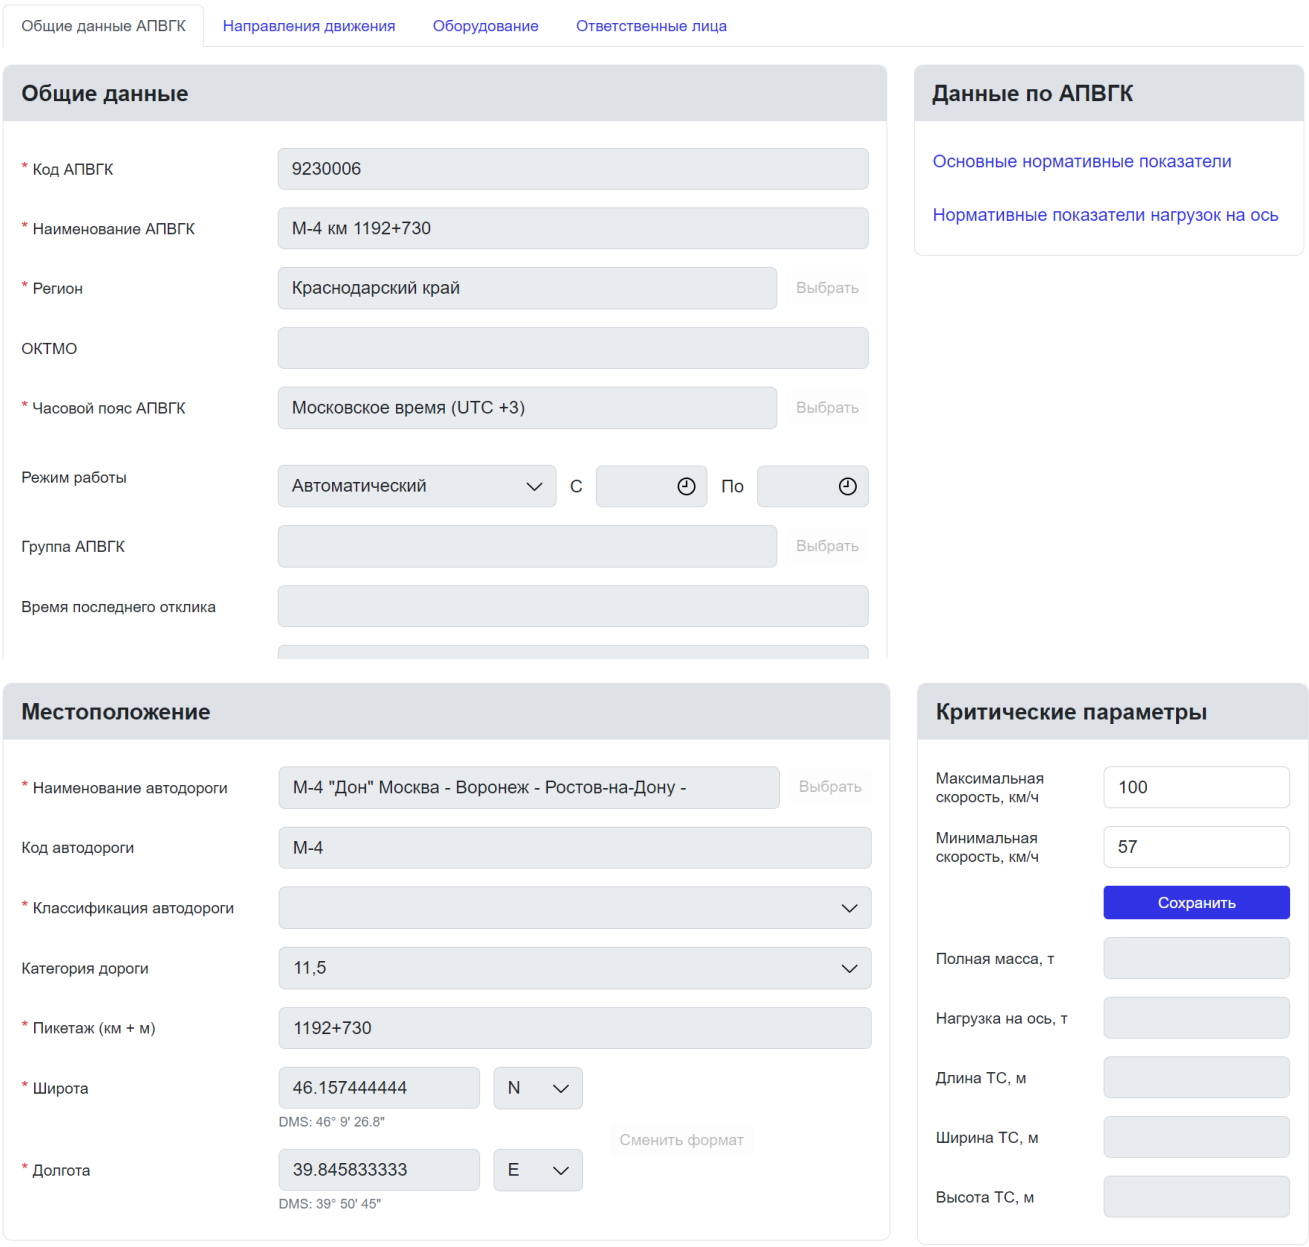

Рисунок 30 - Общие данные АПВГК
- Общие данные АПВГК (Рисунок 30);